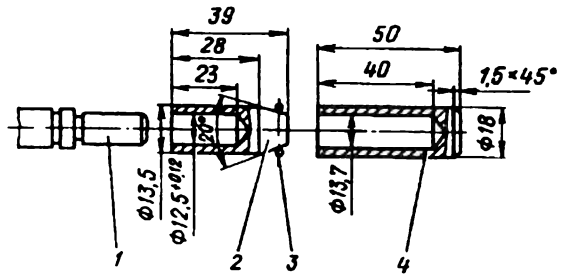

Рис. 241. Приспособление для установки пружинного кольца якоря:
2. Замените новым или выправьте наружное кольцо якоря, если оно имеет деформацию. Наденьте его на вал с помощью оправки и втулки, показанных на рис. 241.